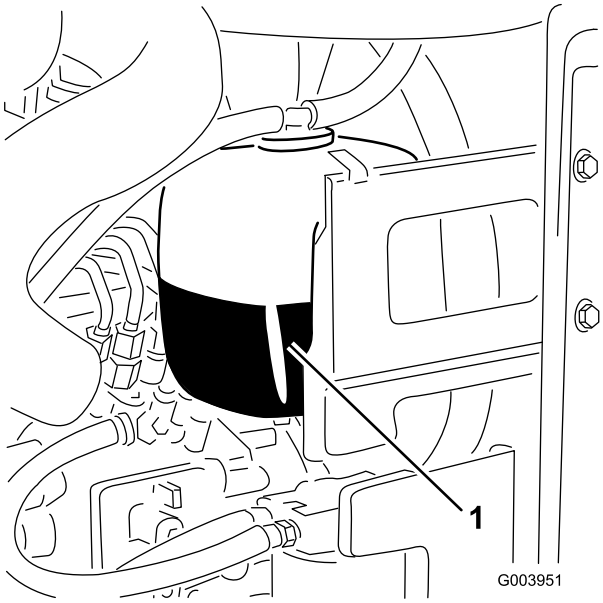

**Figuur 29**
1. Controleer het koelvloeistofpeil in de expansietank (Figuur 29).